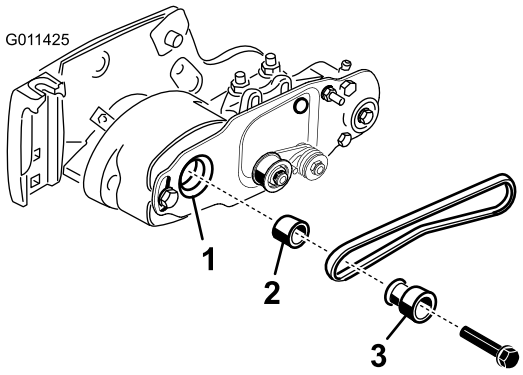

Figur 16
4. Roter spolen, som samtidig roterer drivremskiven, og løft remmen av drivremskiven (Figur 16).
5. Fjern bolten som fester valsebørstelederullen til lagerhusakselen (Figur 16).
6. Fjern valsebørstelederullen og avstandsstykket fra akselen (Figur 16).